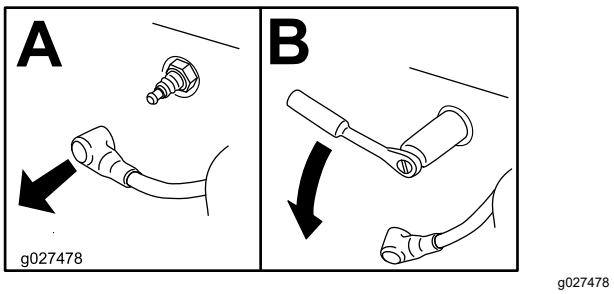

Rysunek 28
4. Wymontuj świece zapłonowe zgodnie z Rysunek 28.